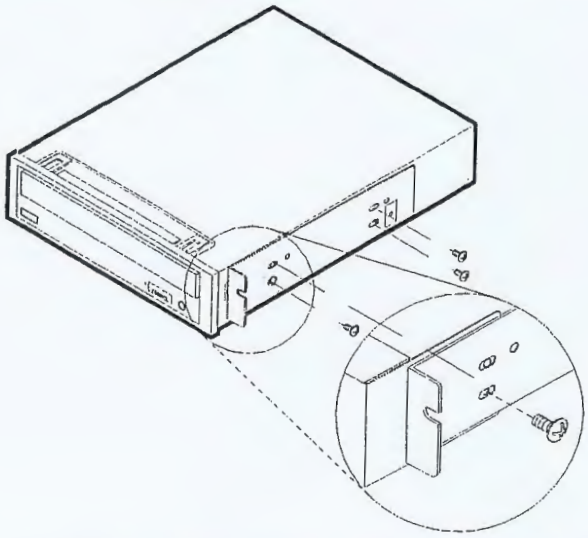

Figure 4-29. Attaching the Right Side Rail
9. Position the right device rail along the right side of the device so that the four holes in the device rail match the four holes located in the side of the device. Attach the right device rail to the device with four screws as shown in Figure 4-29.
8. Remove the screws securing the right side rail to the device. See Figure 4-29.